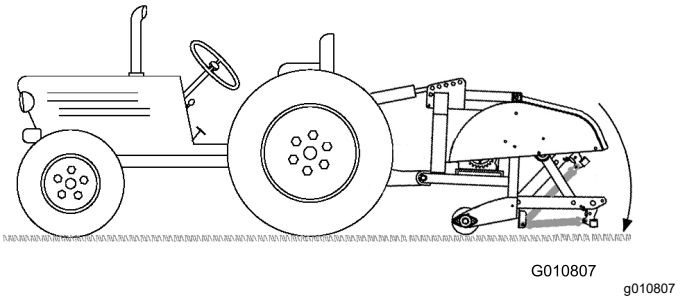

Bild 13
4. Senken Sie den Aerifizierer ab; der Zylinder des hydraulischen Oberlenkers oder des Oberlenkers sollte ganz ausgefahren sein (Bild 13).